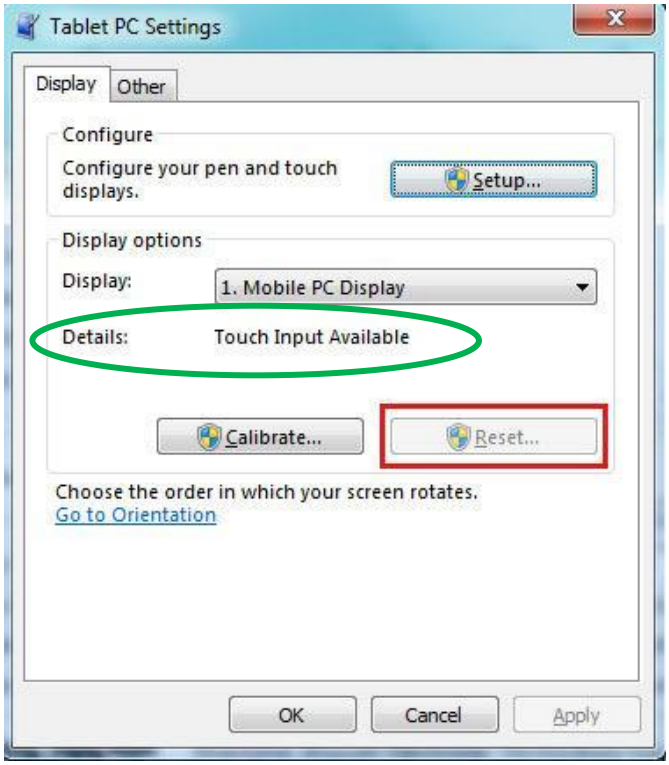

Figure 21 Resetting the Calibration Data on PC
b) Click **Reset** (As shown in Figure 21).
c) If the Reset button is in grey and cannot be clicked upon while the message "**Touch Input Available**" is displayed in **Details** (as highlighted with the green oval in Figure 21), data has already been reset. Please proceed to **Steps 4.22 and 4.23** to calibrate the touch panel.